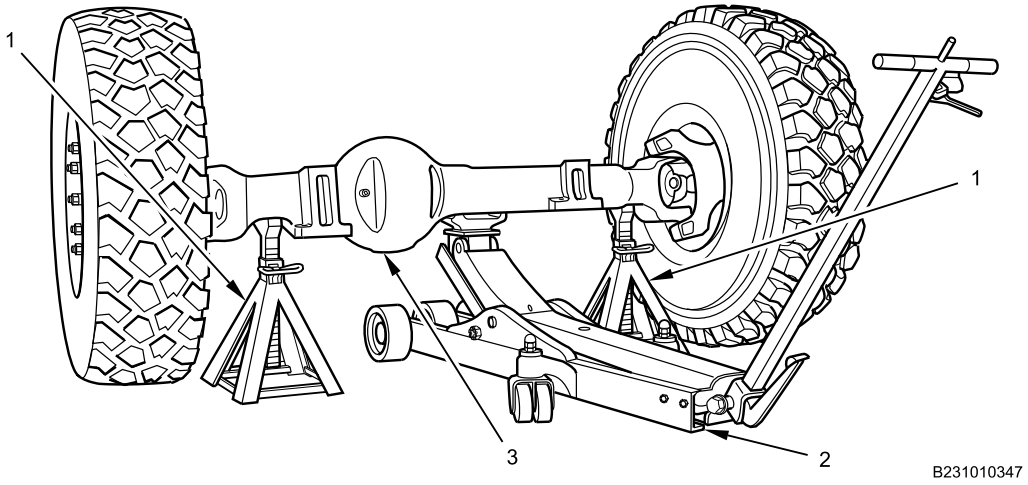

Figure 12. Preparation for Wheel and Tire Removal.
1. With assistance of two maintainers, position front axle assembly (Figure 12, Item 3) on two 10-ton jackstands (Figure 12, Item 1) using 20-ton floor jack (Figure 12, Item 2). Prepare for wheel assembly removal. Refer to Wheel and Tire Assembly Removal and Installation (WP 0530).